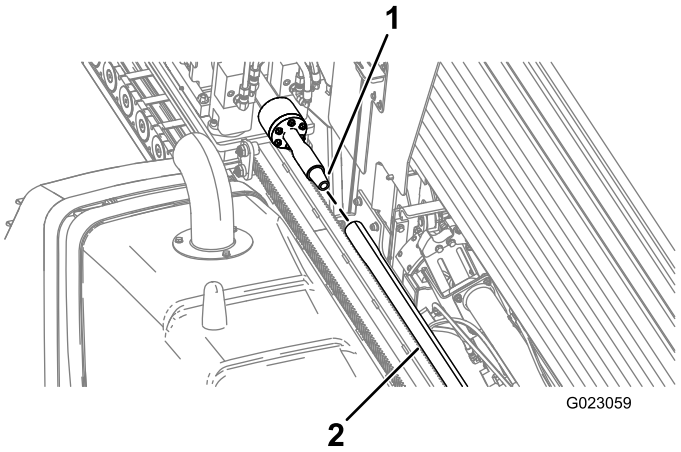

Rysunek 48
9. Obracaj wrzeciono wiertnicze w prawo i przesuwaj wózek powoli do przodu, aby wrzeciono weszło w koniec żerdzi o gwincie wewnętrznym (Rysunek 48).
9. Obrócić wrzeciono wiertarki w prawo i przesunąć wózek powoli do przodu, aby wrzeciono weszło w koniec żerdzi o gwincie wewnętrznym (Rysunek 48).